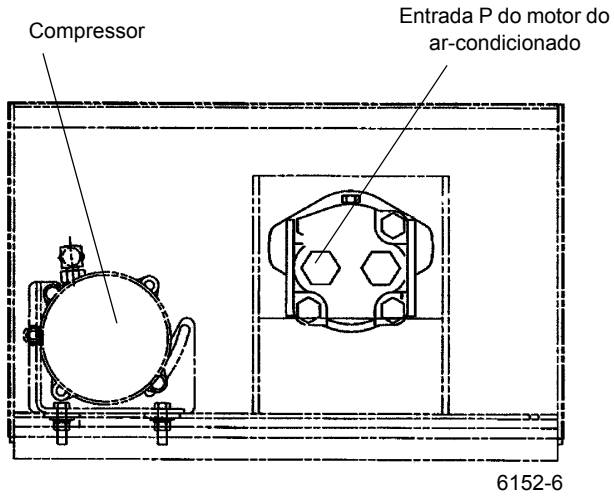

FIGURA 2-13
1. Desconecte o conjunto de mangueiras no orifício P do motor, que vem do orifício A da válvula divisora de vazão (consulte a Figura 2-13). Instale o manômetro na entrada GP do divisor de fluxo.